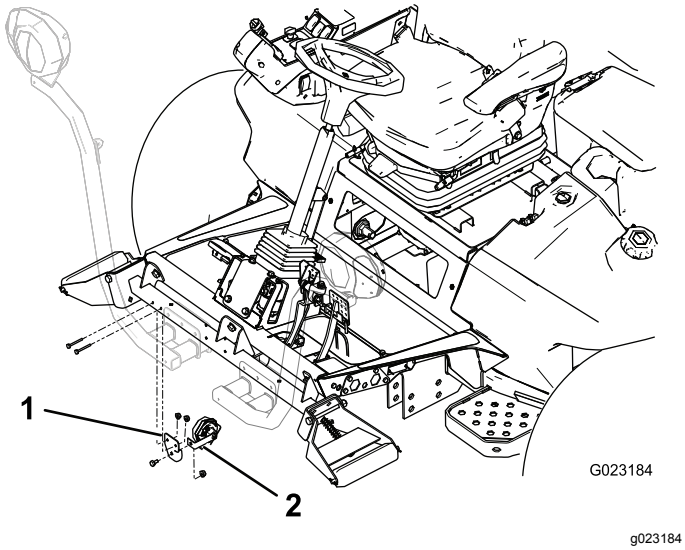

図 10
1. ホーンブラケットにホーンストラップを取り付けるボルト⅜" x ⅝"とフランジナット⅜"を使用して図 10のように取り付ける。
2. ホーンブラケットを、ローラサポートチューブの背面に取り付けるボルト¼" x 2"2本とナット¼"を使用する。ホーンを回転させて下向きにする図 10。